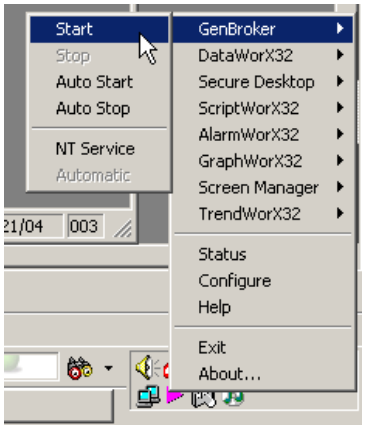

Figure L3.5: Starting GenBroker from GenTray
3. To start GenBroker from GenTray, click on the icon and select **GenBroker→ Start**, as shown in **Figure L3.5.**